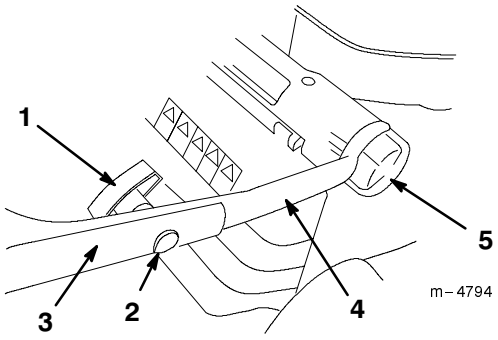

Figur 2
1. Løsne håndtakets høydejusteringsknotter og drei det nedre håndtaket mot plenklipperens bakside helt til det setter seg i en av høydeinnstillingene slik som vist i Figur 2 på side 9. Innstilling av høyden står forklart under *Justering av håndtakets høyde* på side 9.
3. Monter øvre håndtaksdel på nedre håndtaksdel ved hjelp av boltene med ovalt hode og knottene, slik som vist i Figur 2. **Knottene i håndtaket skal trekkes godt til.**